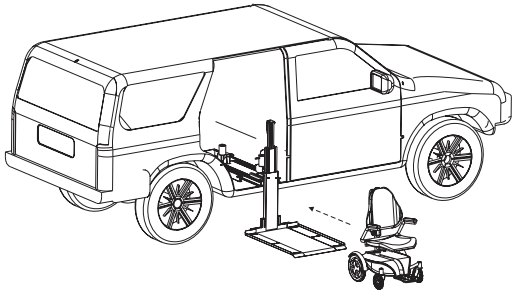

Figure 4-1
2. **Drive Chair/Scooter onto Platform.** Set your chair or scooter's speed control to slow speed to maneuver easily onto the platform. *[Figure 4-1]*